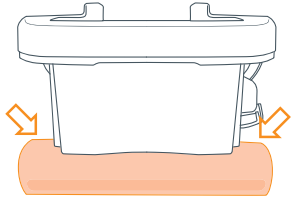

Fig. 54-1
- When placing a pool noodle(s), rolled or folded towel ensure the elevation aid extends beyond the outside edge of the base by at least 1 inch (Fig. 54-1).